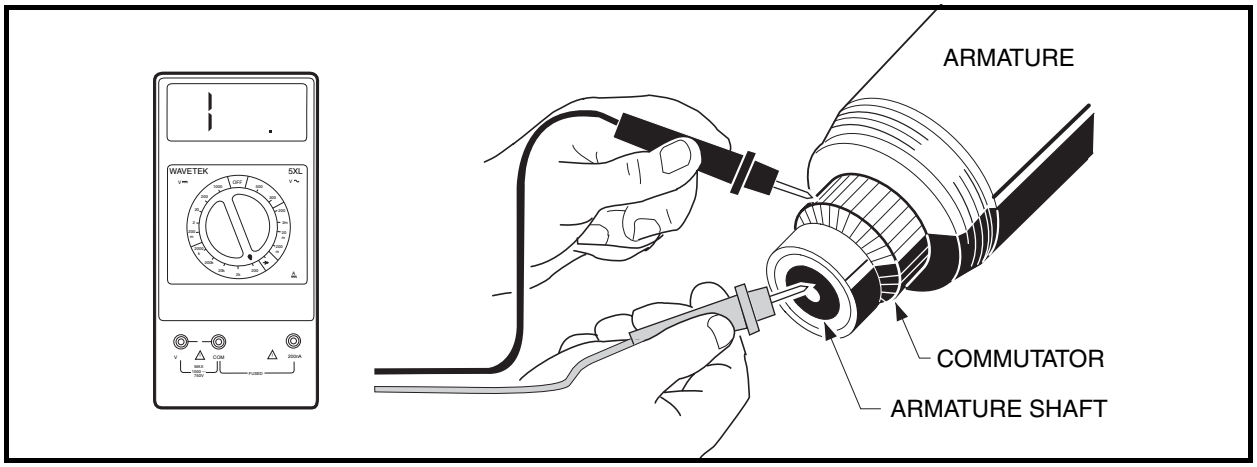

Figure 12-12 Armature Ground Test
1. Using a multimeter set on 200 ohms, place the positive (+) probe on the commutator bars and the negative (–) probe on the armature core. The reading should be no continuity. If the reading is incorrect, replace the armature and the two bearings **(Figure 12-12, Page 12-8)**.